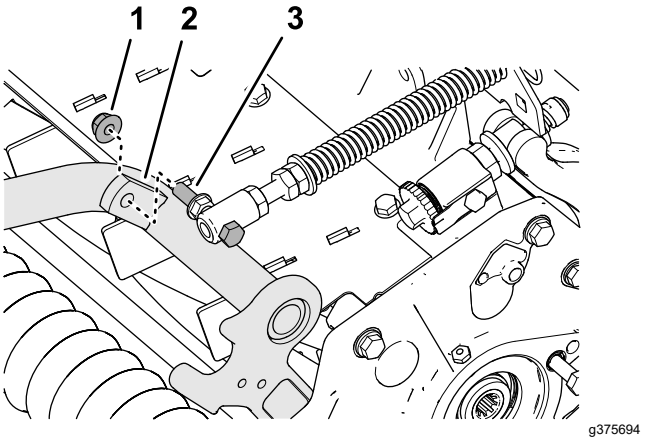

Figur 20
4. Fastgør maskinskruen til græskompensator-fjederen til den højre tap på for bærerammen (Figur 20) med flangelåsemøtrikken (⅜").